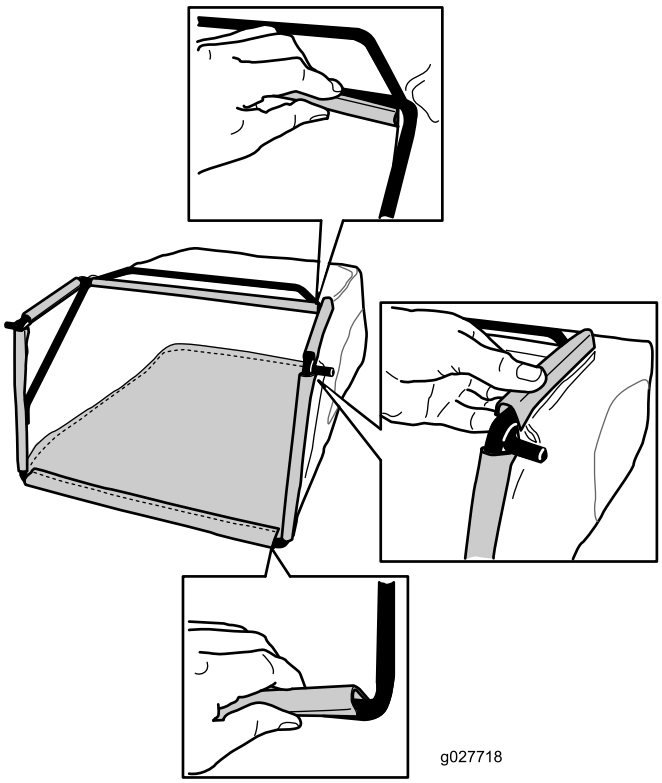

Figur 9
2. Sæt posens nederste kanal fast på bunden af stellet (Figur 9).
3. Sæt posens top- og sidekanaler på hhv. toppen og siderne af stellet (Figur 9).